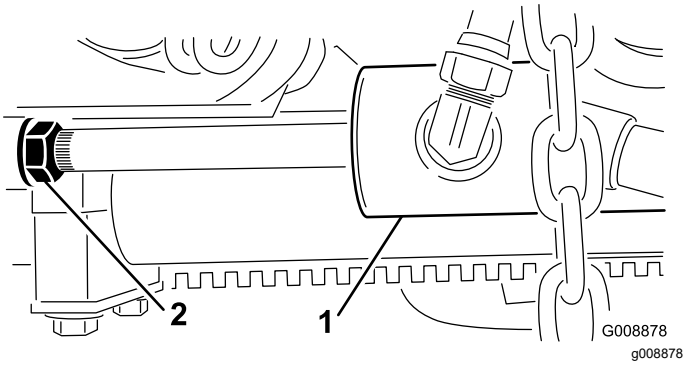

Figur 13
B. Skru låsemutteren på sylinderen tilbake (Figur 13).